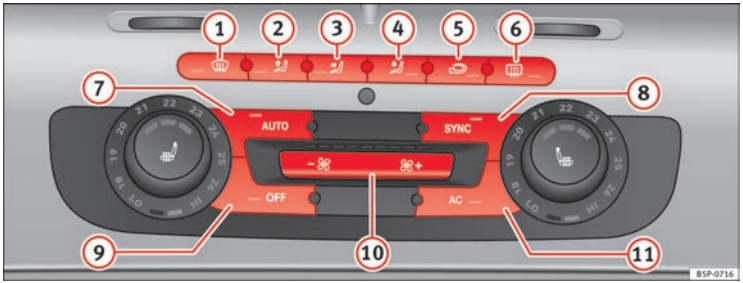

Abb. 133 In der Instrumententafel: Bedienelemente 2C-Climatronic
– Zur Einstellung der Temperatur auf der linken bzw. rechten Seite drehen Sie die Einstellräder für die Temperaturvorwahl ⇒Abb. 133.
– Drücken Sie die Taste AUTO ⇒ Abb. 133. Am Display des Radios wird „AUTO High“ angezeigt (hohe Gebläsestufe).
– Drücken Sie erneut die Taste AUTO ⇒ Abb. 133. Am Display des Radios wird „AUTO Low“ angezeigt (niedrige Gebläsestufe).